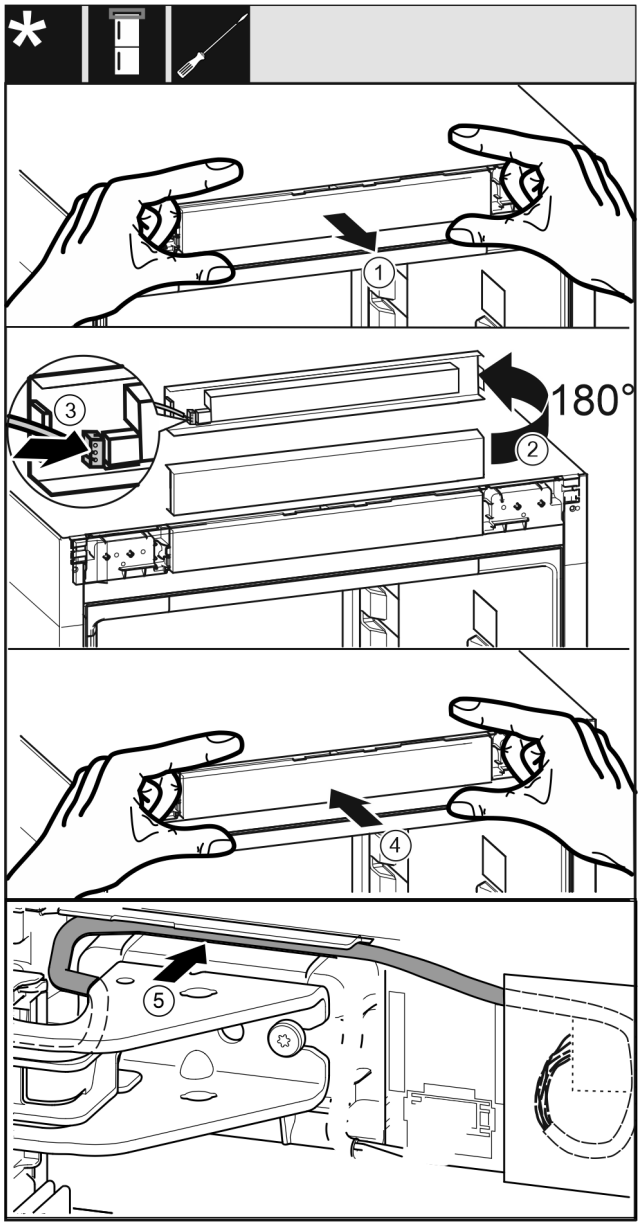

Fig. 39
▶ Izņemiet uzmanīgi vadības aizsegu *Fig. 39 (1)*.
▶ Pagrieziet vadības aizsegu *Fig. 39 (2)* par 180° uz augšu.
▶ Nofiksējiet spraudni *Fig. 39 (3)* pie vadības pārsega.
▶ Nofiksējiet atkārtoti vadības aizsegu *Fig. 39 (4)* pie ierīces.
▶ Ievietojiet uzmanīgi kabeli *Fig. 39 (5)* vadotnē virs augšējā gultņa balsta.